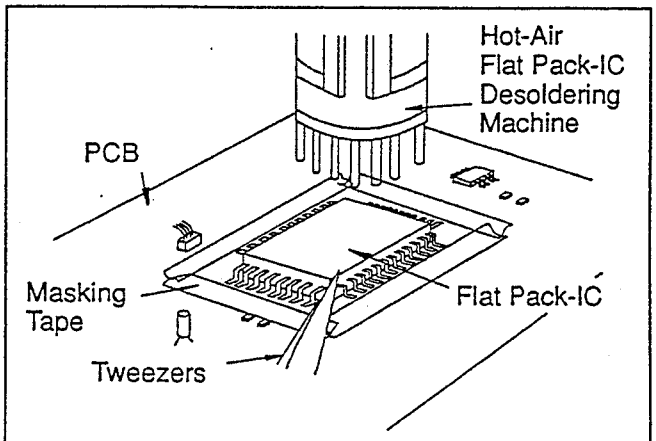

Fig. S-1-2
1. Do not supply the hot air to the chip parts around the flat pack-IC for over 6 seconds because damage to the chip parts may occur. Put masking tape around the flat pack-IC to protect other parts from damage. (Fig. S-1-2)